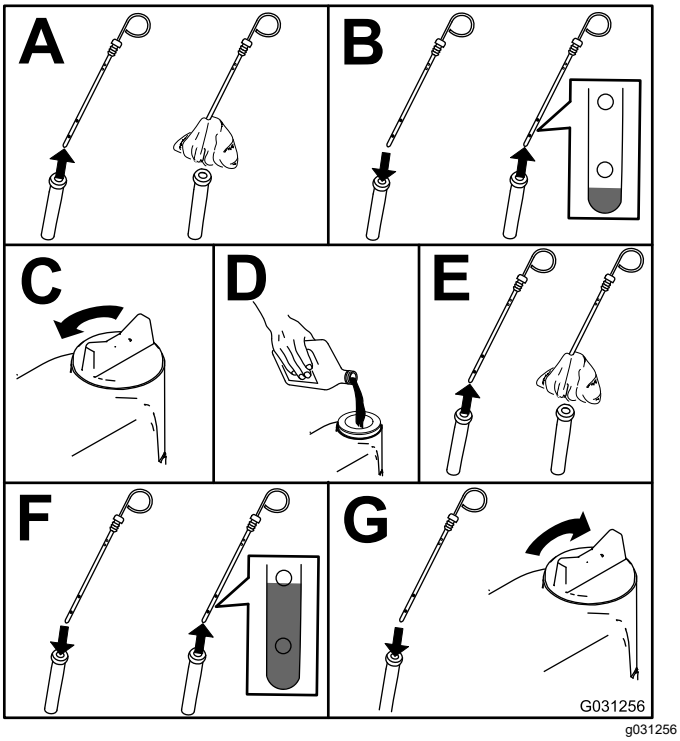

Figur 52
2. Kontrollera motoroljenivån, se Figur 52.